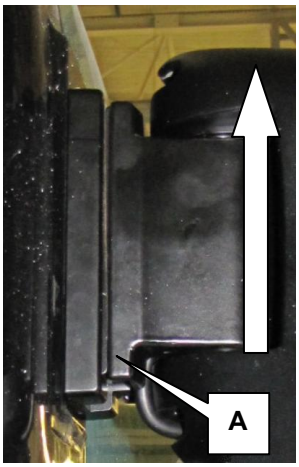

Rys. 7 Demontaż lewego lusterka – wskazano kierunek wysunięcia ramienia wraz z lusterkiem
- lusterko należy przemieścić w przód (Rys.7) - w przypadku problemów należy lekko uderzyć plastikowym młoteczkiem dolną część lusterka obok klina mocującego. (Poz. A)